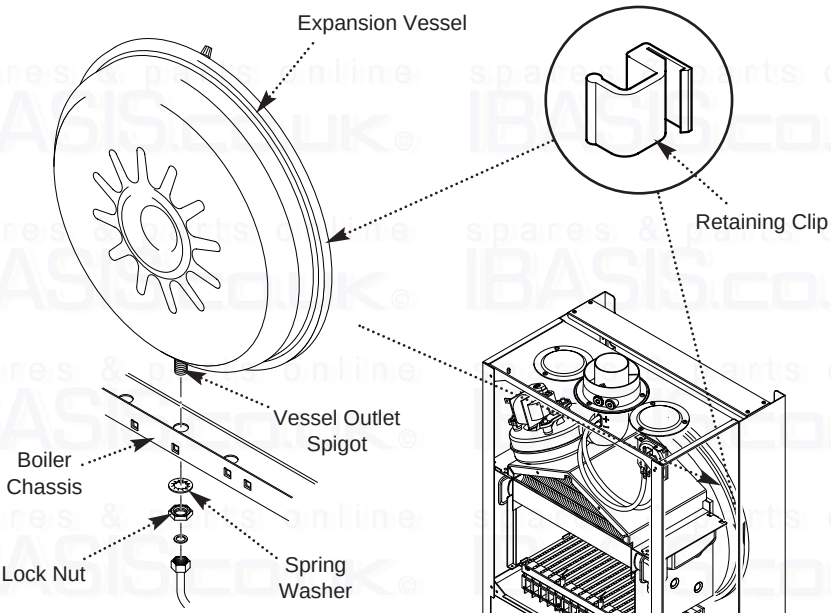

Fig. 59
12.16 Expansion Vessel (Fig. 59)